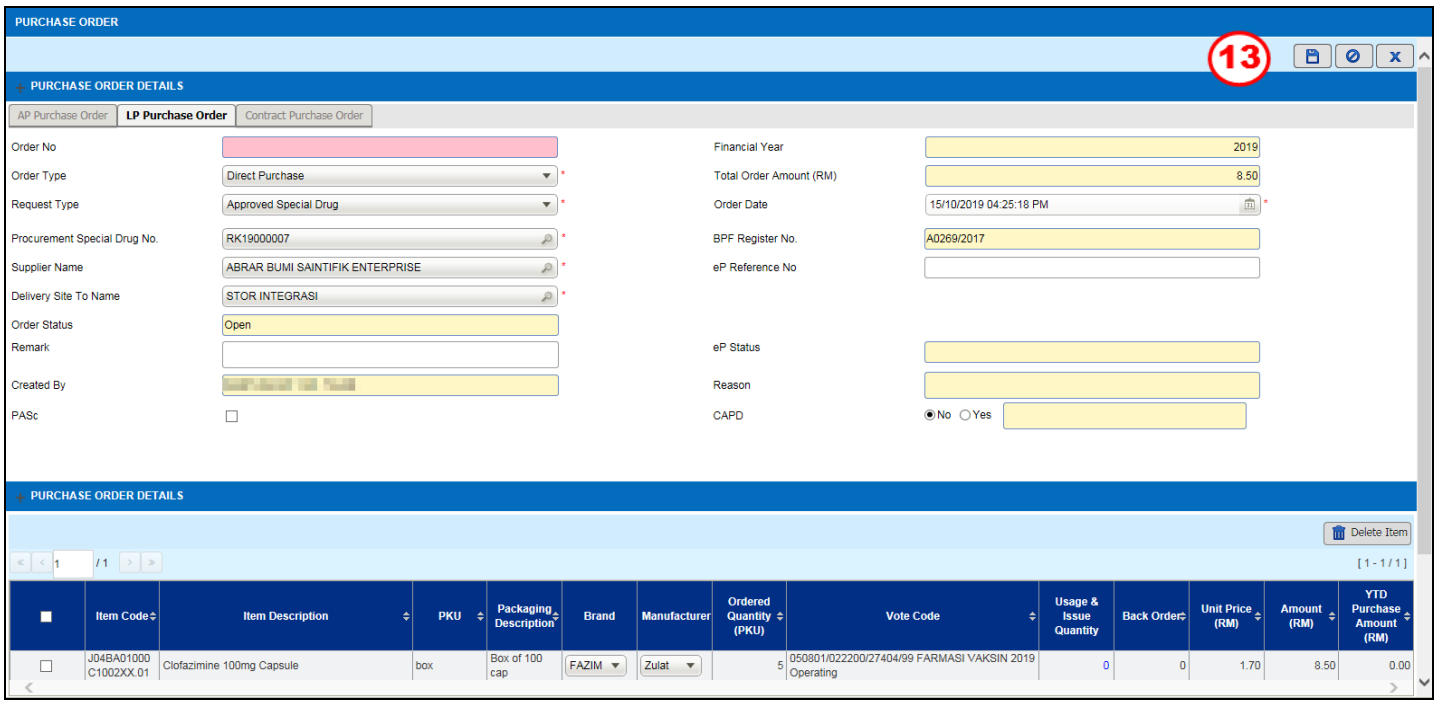

Figure 3.3.3-9 LP Purchase Order
- *Information will be updated after saving the transaction as Figure 3.3.3-9.*